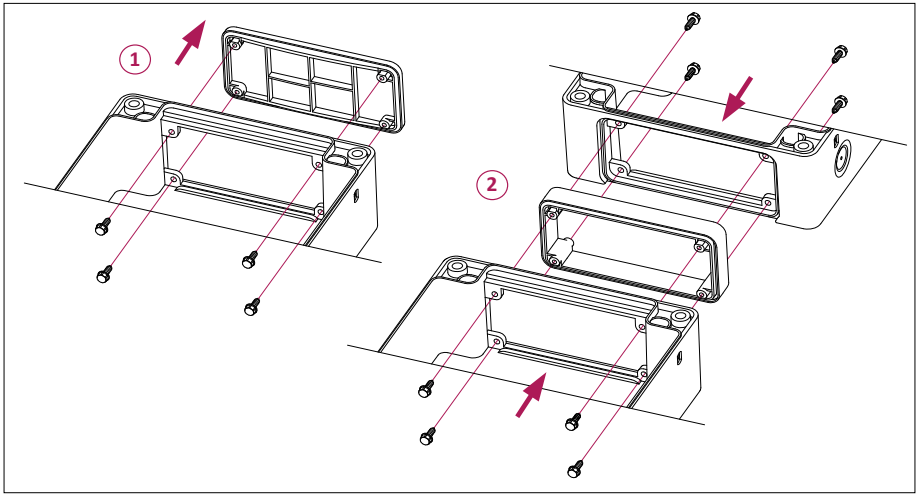

Рисунок 7
- Если к блоку будет присоединен, например, модуль расширения, то воспользуйтесь переходником из комплекта блока (**Рисунок 7**). Предварительно снимите установленную глухую крышку в основании корпуса, затем с помощью винтов ключом прикрутите переходник.